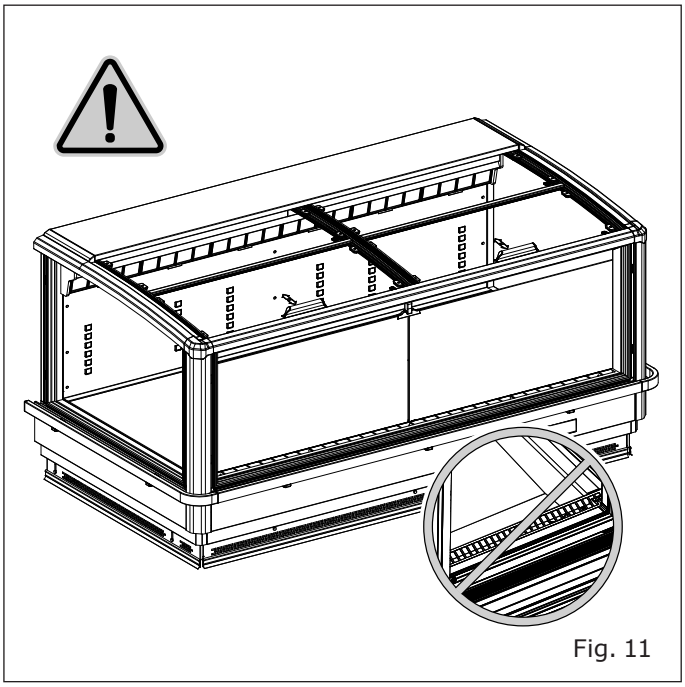

Fig. 11
- La marchandise ne bouche pas le flux d'air réfrigéré ("Fig. 11").